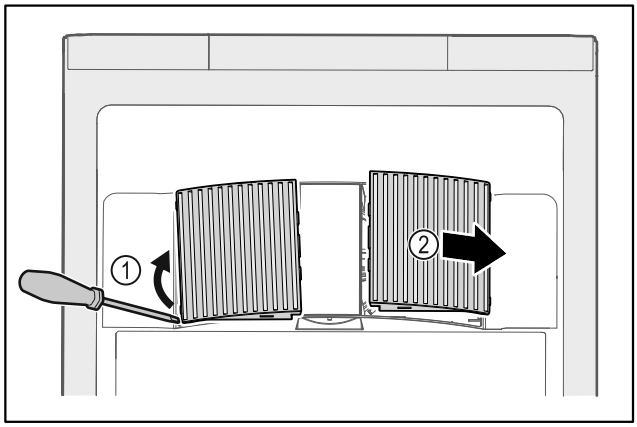

Fig. 173
▶ Scoateți cu grijă capacele ventilatoarelor de pe partea laterală *Fig. 173 (1)* și scoateți-le spre partea din față *Fig. 173 (2)*.